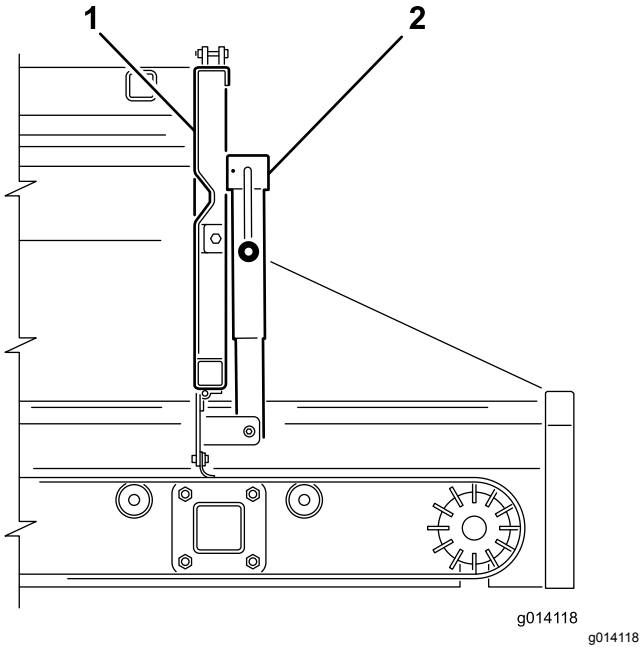
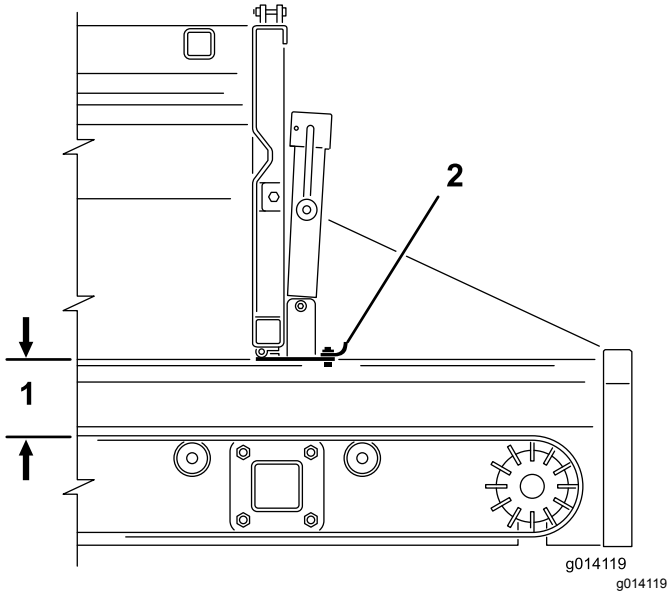

Figuur 38
Figuur 39
2. Gebruik de krikhandgreep om het verstelbare gedeelte van de achterklep te openen of te sluiten (Figuur 38 en Figuur 39). Hiermee kunt u bij het gebruik van een optie de materiaalstroom beperken.